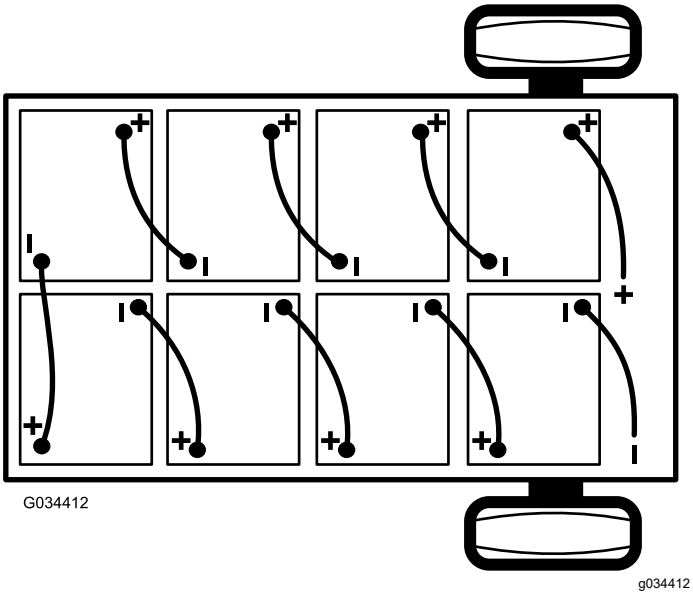

Figur 38
2. Frakobl det negative hovedbatterikabel (sort), som forbinder batterigruppen med maskinens chassispunkt (Figur 38).
3. Frakobl det positive hovedbatterikabel (rød), som forbinder batterigruppen med maskinens hovedafbryder (Figur 38).
Bemærk: Sørg for, at de nye batterier forbindes rigtigt, når du monterer dem (Figur 38).
6. Forbind batterierne med hinanden, som vist i Figur 38, ved hjælp af batteriernes sammenkoblingskabler, som du fjernede i trin 1.
2. Tilslut det positive hovedbatterikabel (rød) mellem batterigruppen og maskinen (Figur 38).
3. Tilslut det negative hovedbatterikabel (sort) mellem batterigruppen og maskinen (Figur 38).